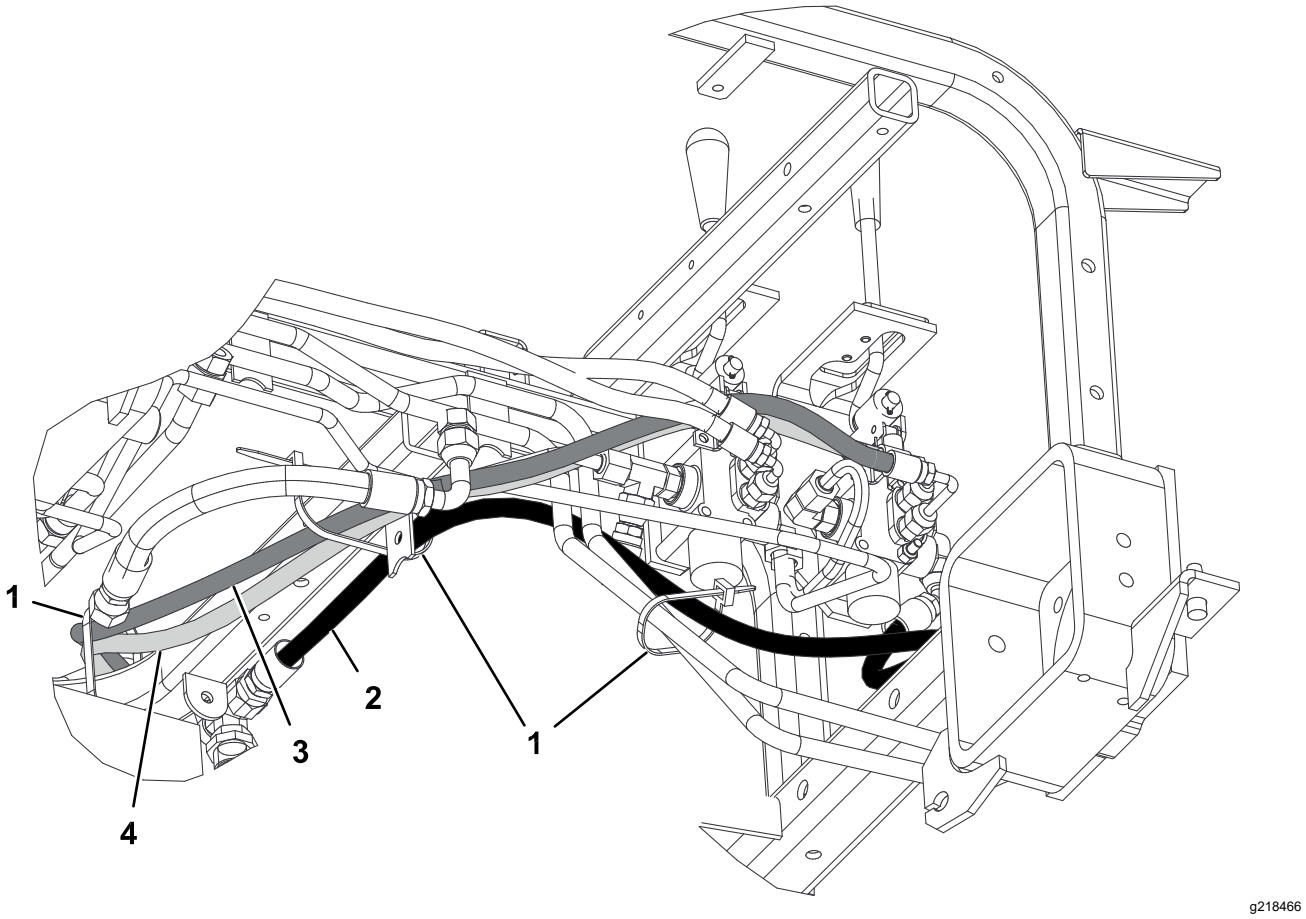

Figura 20
2. Conecte el extremo de 45° de la manguera hidráulica (Pieza N° 108-8449) al acoplamiento de 90° del lado derecho de la válvula, y el extremo recto de la manguera al acoplamiento libre del enfriador de aceite (Figura 19). Consulte la Figura 20 y la Figura 21 para ver el enrutado de la manguera.
4. Conecte el extremo corto de la manguera hidráulica con acoplamiento de 90° (Pieza N° 108-8453) al acoplamiento recto superior de la parte trasera de la válvula. Pase la manguera por el portamangueras de alambre y conecte el extremo recto de la manguera al acoplamiento superior del cilindro hidráulico (Figura 19). Consulte la Figura 20 y la Figura 21 para ver el enrutado de la manguera.
5. Conecte el extremo largo de la manguera hidráulica con acoplamiento de 90° (Pieza N° 108-8454) al acoplamiento recto inferior de la parte trasera de la válvula. Pase la manguera por el portamangueras de alambre y conecte el extremo recto de la manguera al acoplamiento inferior del cilindro hidráulico (Figura 19). Consulte la Figura 20 y la Figura 21 para ver el enrutado de la manguera.
7. Usando bridas, sujete las mangueras a la máquina en los puntos indicados en la Figura 20 y la Figura 21.